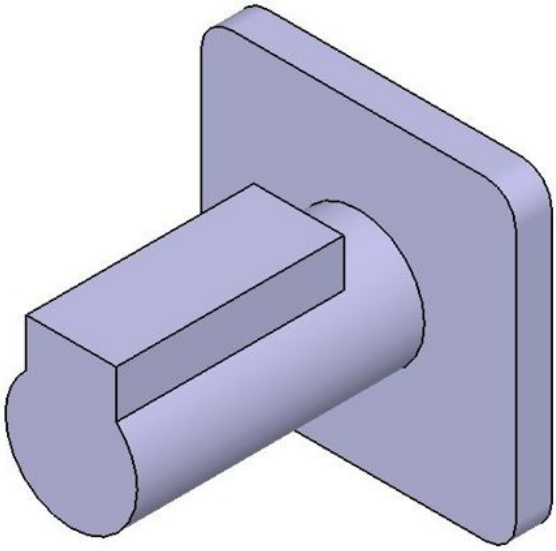

Figure 7-55 *Model after creating the third feature*
d. Create the third and fourth features by extruding the sketch drawn on the front face of the second feature, refer to Figures 7-55 and 7-56.
3. Exit the **Sketcher** workbench and extrude the sketch to a depth of 76 units. Reverse the direction of extrusion, if required. The model after creating the third feature is shown in Figure 7-55.